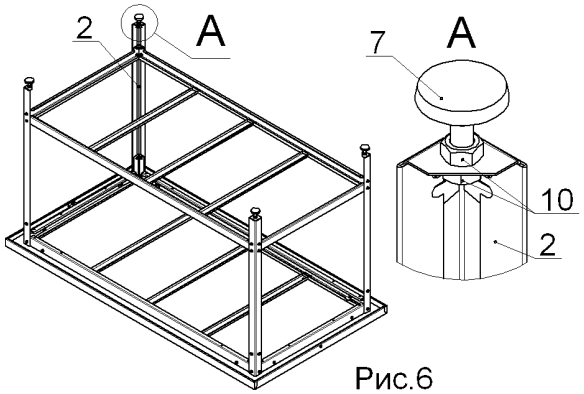

Рис.6
6. Рис.6: установить опоры (7) на стойки (2), при помощи гаек (10).